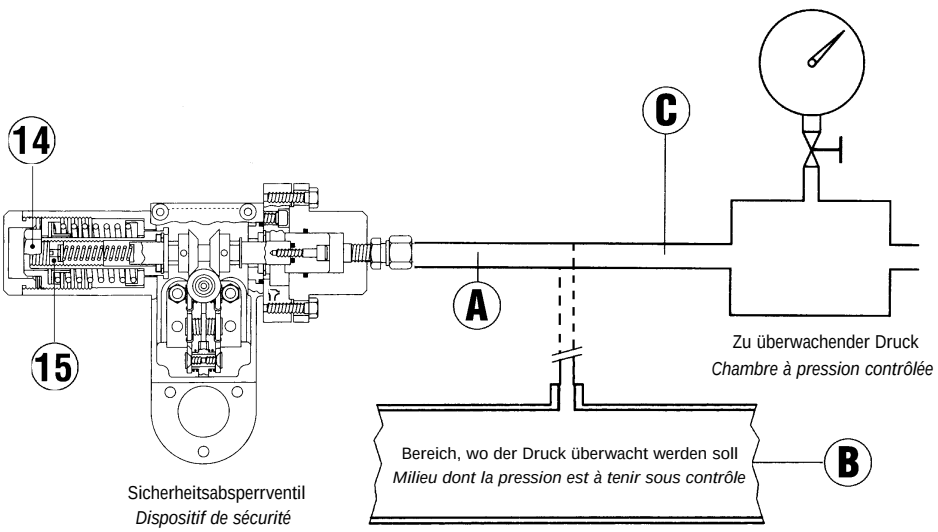

Fig. 15
B) Bei Anlagen ohne Prüfventil "Push" (Abb. 15): Impulsleitung lösen und Prüfleitung am SAV-seitigen Anschluß anschließen; weiteres Vorgehen wie oben beschrieben.
B) Pour les disopsitif sans vanne "push" (fig. 15) il est conseillé de brancher séparément la tete de commande à une pression auxiliaire controlée. Répeter les opérations décrites ci-dessus .